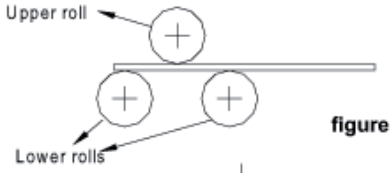

figure 1
- Placez la pièce à cintrer bien à plat sur les rouleaux comme illustré sur la figure 1.